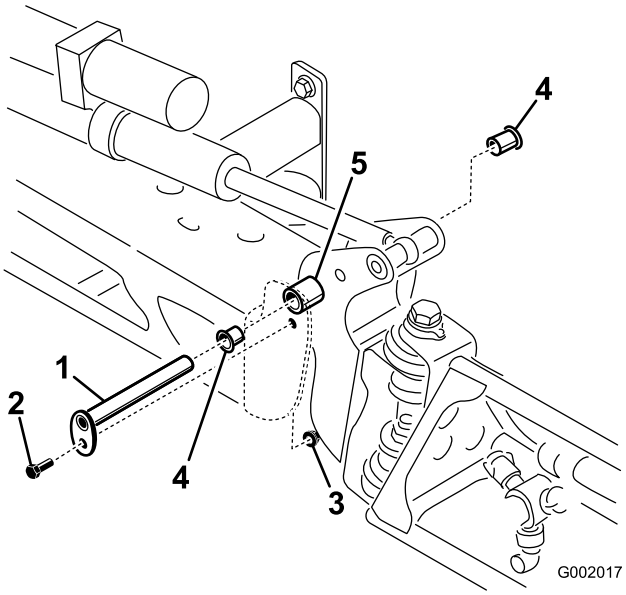

Figure 60
3. With the weight of the boom supported, remove the bolt and nut securing the pivot pin to the boom assembly (Figure 60). Remove the pivot pin.
5. Remove and inspect the nylon bushings from the front and back sides of the pivot bracket (Figure 60). Replace any damaged bushings.
7. Install the boom and pivot bracket assembly into the center frame, aligning the openings (Figure 60).